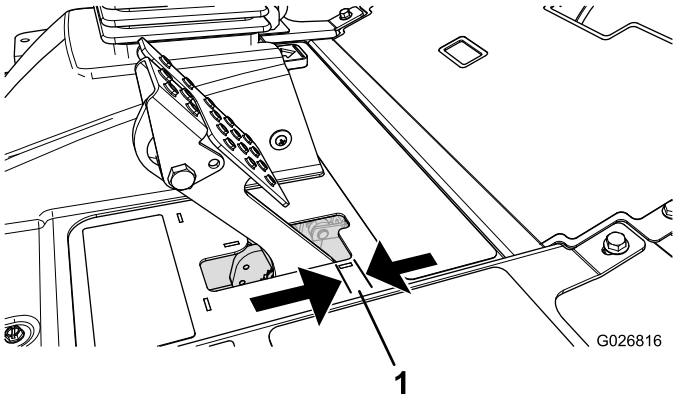

**Figur 86**
Juster bremsene når det er mer enn 2,5 cm frigang på bremsepedalen, eller når det kreves mer bremsekraft (Figur 86). Frigang er den avstanden bremsepedalen kan beveges før du merker bremsemotstand.
2. Trekk til den bakre mutteren for å flytte kabelen bakover til bremsepedalene har en frigang på 0,63 til 1,27 cm, før hjulet låses (Figur 86).